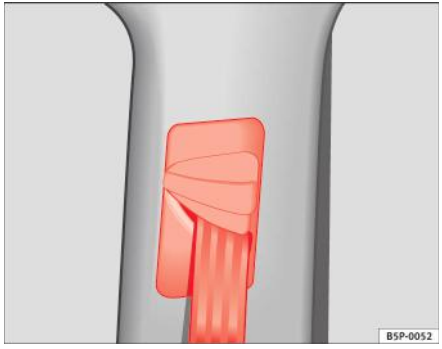

Fig. 17 Poziția dispozitivului de reglare a înălțimii centurii
– Apăsați continuu partea superioară a ghidajului porțiunii pentru umăr a centurii ⇒ fig. 17.